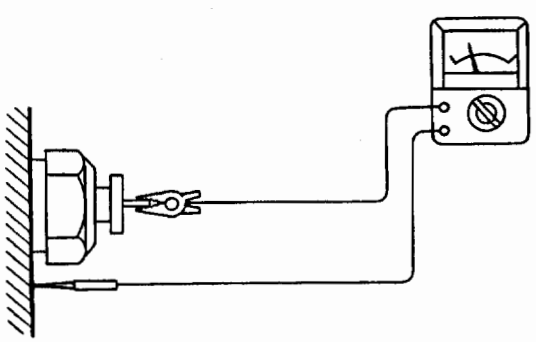

Fig. 8-378
1. Check the continuity between the switch terminal and the body ground with the engine at idle. (Fig. 8-378)